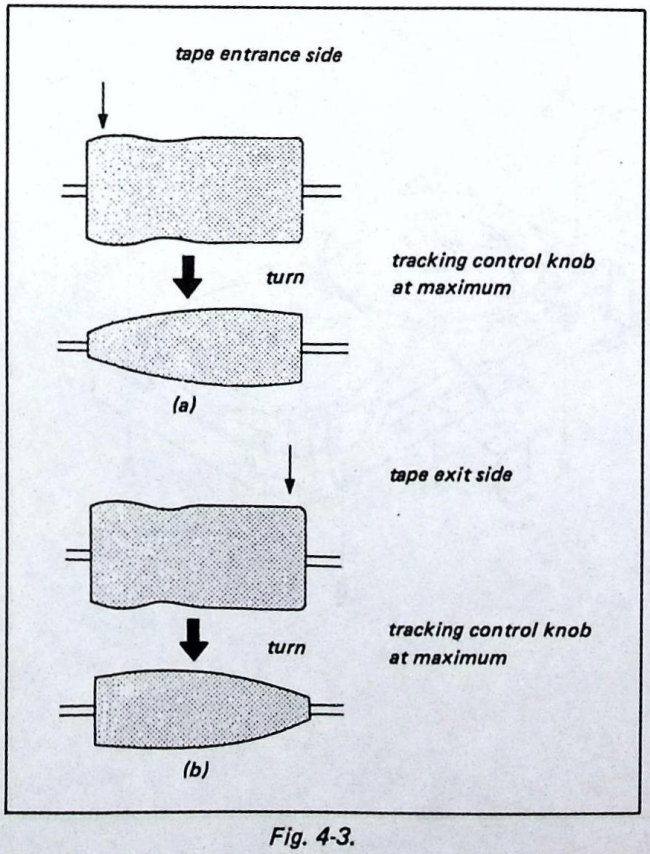

Fig. 4-3.
6) If the tracking control knob is turned and the entrance waveform does not flatten as shown in Fig. 4-3(a), perform the entrance side adjustment in 4-1-2. If the exit waveform does not flatten as shown in Fig. 4-3(b), perform the exit side adjustment in 4-1-3.